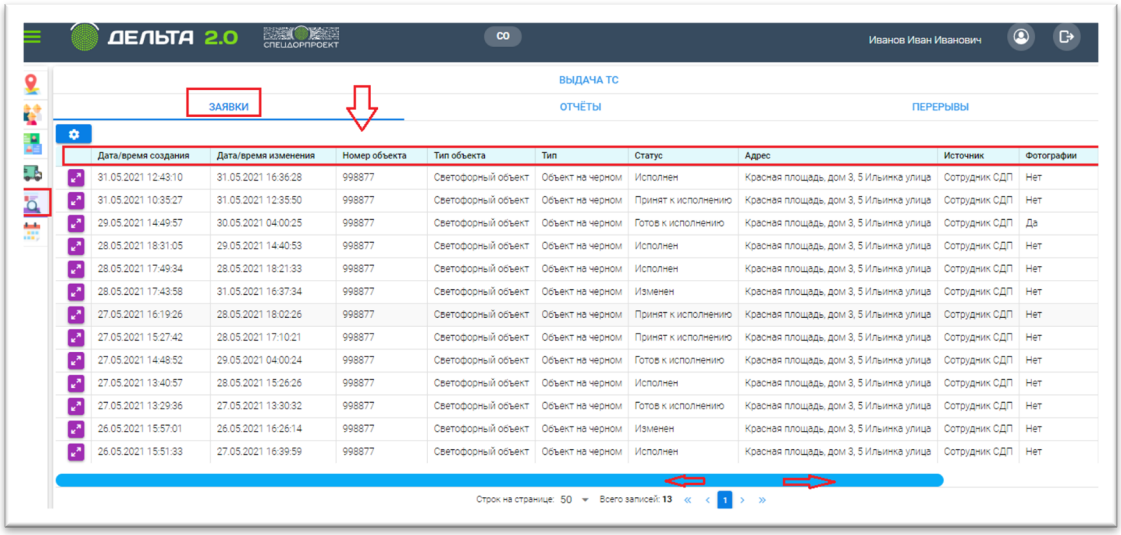

Рисунок 54 - Вкладка «Журналы/Реестры», вкладка «Заявки»
7.3. Вкладка «Журналы/Реестры», вкладка «Заявки». Отображена информация о заявках в табличной форме с указанием даты/времени создания, даты/времени изменения, номер объекта, типа объекта, типа, статуса, адреса, источника и другой информации. Из данного меню можно открыть нужную заявку (Рис. 54).